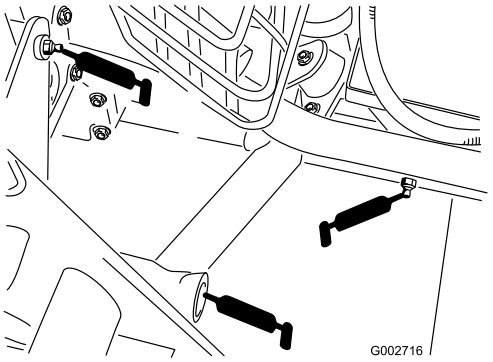

Figur 23
- Den bakre redskapshållaren (5) (Figur 23)